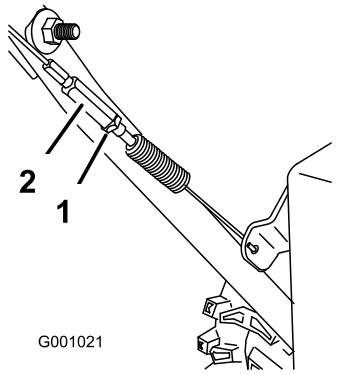

Figura 45
3. Serrate il controdado (Figura 45).